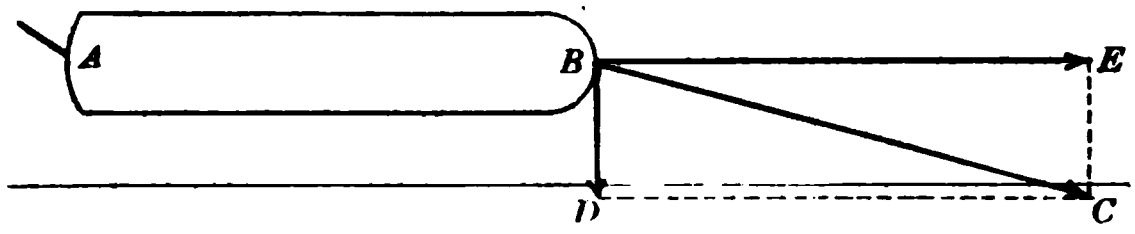

Fig. 148. Useful component of force acting on canal boat.
Thus in figure 148 we have a canal boat *AB* which is being towed by the rope *BC*. We may resolve the force along
2. In figure 148 the point B of the canal boat is 10 feet from the tow-path, and a pull of 200 pounds is exerted on the 50-foot towline. What is the effective component?